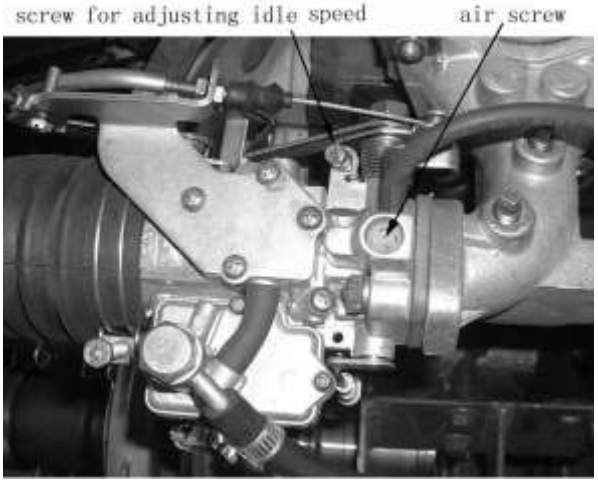

Figure 25
b. Tighten the air screw gently. Back out 2-3/8 turns counter clockwise **(see** Figure 25**)**.